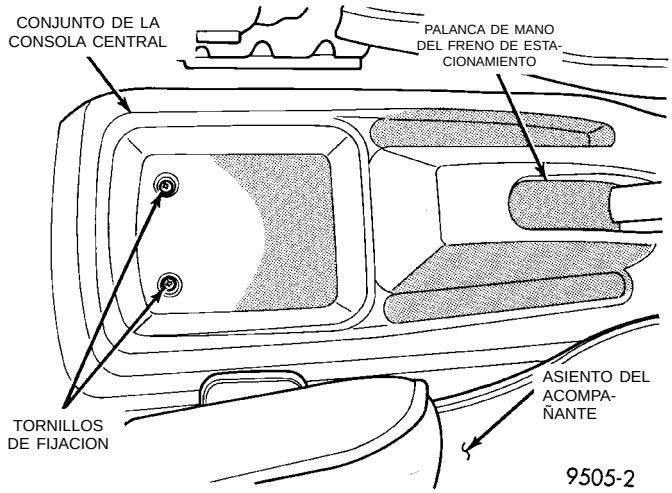
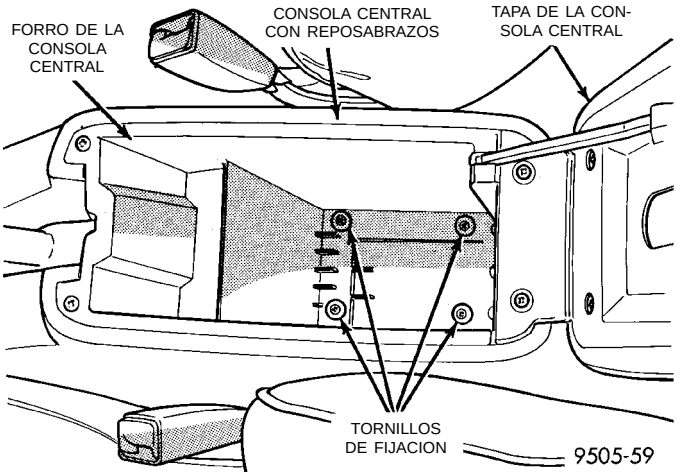
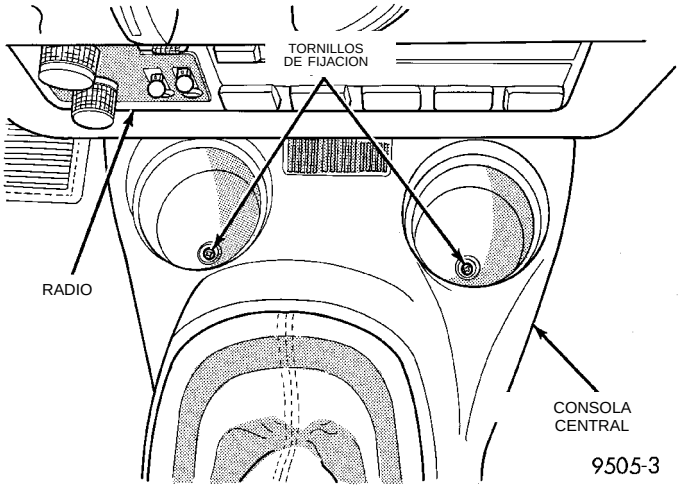
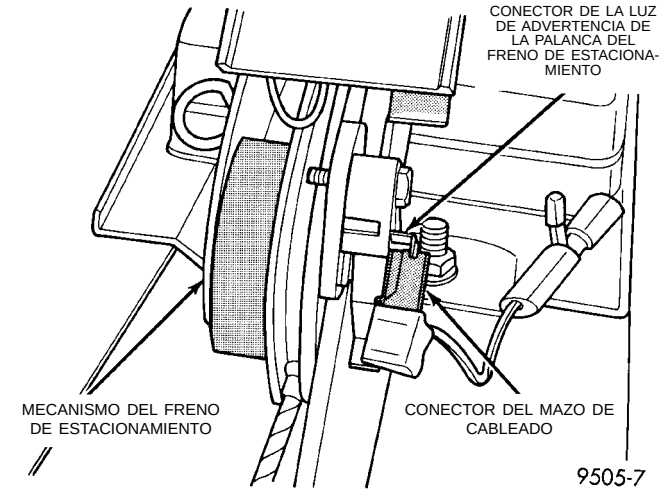

Fig. 125 Tornillos de fijación de la parte trasera de la consola central sin reposabrazos
Fig. 126 Tornillos de fijación de la parte trasera de la consola central con reposabrazos
Fig. 127 Tornillos de fijación en la parte delantera de la consola central
Fig. 130 Conexión de la luz de advertencia de freno a la palanca del freno de estacionamiento
(1) Retire los tornillos que fijan la parte trasera del conjunto de la consola central al soporte de la consola (Fig. 125) o (Fig. 126).
(2) Retire los 2 tornillos situados en los portavasos (Fig. 127), que fijan la parte delantera del conjunto de la consola central al soporte de dicha consola.
(3) Eleve la palanca de mano del freno de estacionamiento lo suficientemente alto como para obtener la luz requerida para retirar la consola central.
(4) Retire el conjunto de la consola central.
(8) Retire el conector eléctrico del mazo de cableado para la masa de la luz de advertencia de freno, de la palanca del freno de estacionamiento (Fig. 130).
(5) Conecte el conector eléctrico para la luz de advertencia de freno en el terminal en el conjunto de la palanca del freno de estacionamiento (Fig. 130).
(6) Gire la palanca del freno de estacionamiento una vez para posicionar los cables de dicho freno. Luego haga regresar la palanca del freno de estacionamiento a su posición de retorno. Verifique las ruedas traseras del vehículo. Deberían girar libremente, sin ofrecer resistencia.
(7) Eleve la palanca del freno de estacionamiento hasta su posición de acople total. Esto es necesario para permitir la instalación de la consola central.
(8) Instale el conjunto de la consola central.
(9) Instale los 4 tornillos de fijación del conjunto de la consola central (Fig. 125), (Fig. 126) y (Fig. 127).